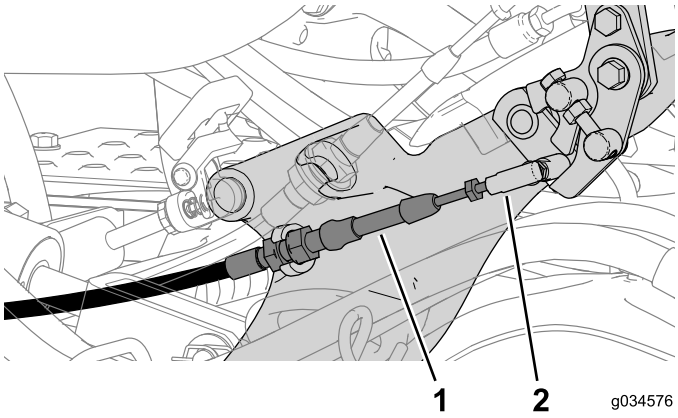

Figur 24
2. Anslut neutrallåsvajern till pedalväxelväljaren (Figur 24).